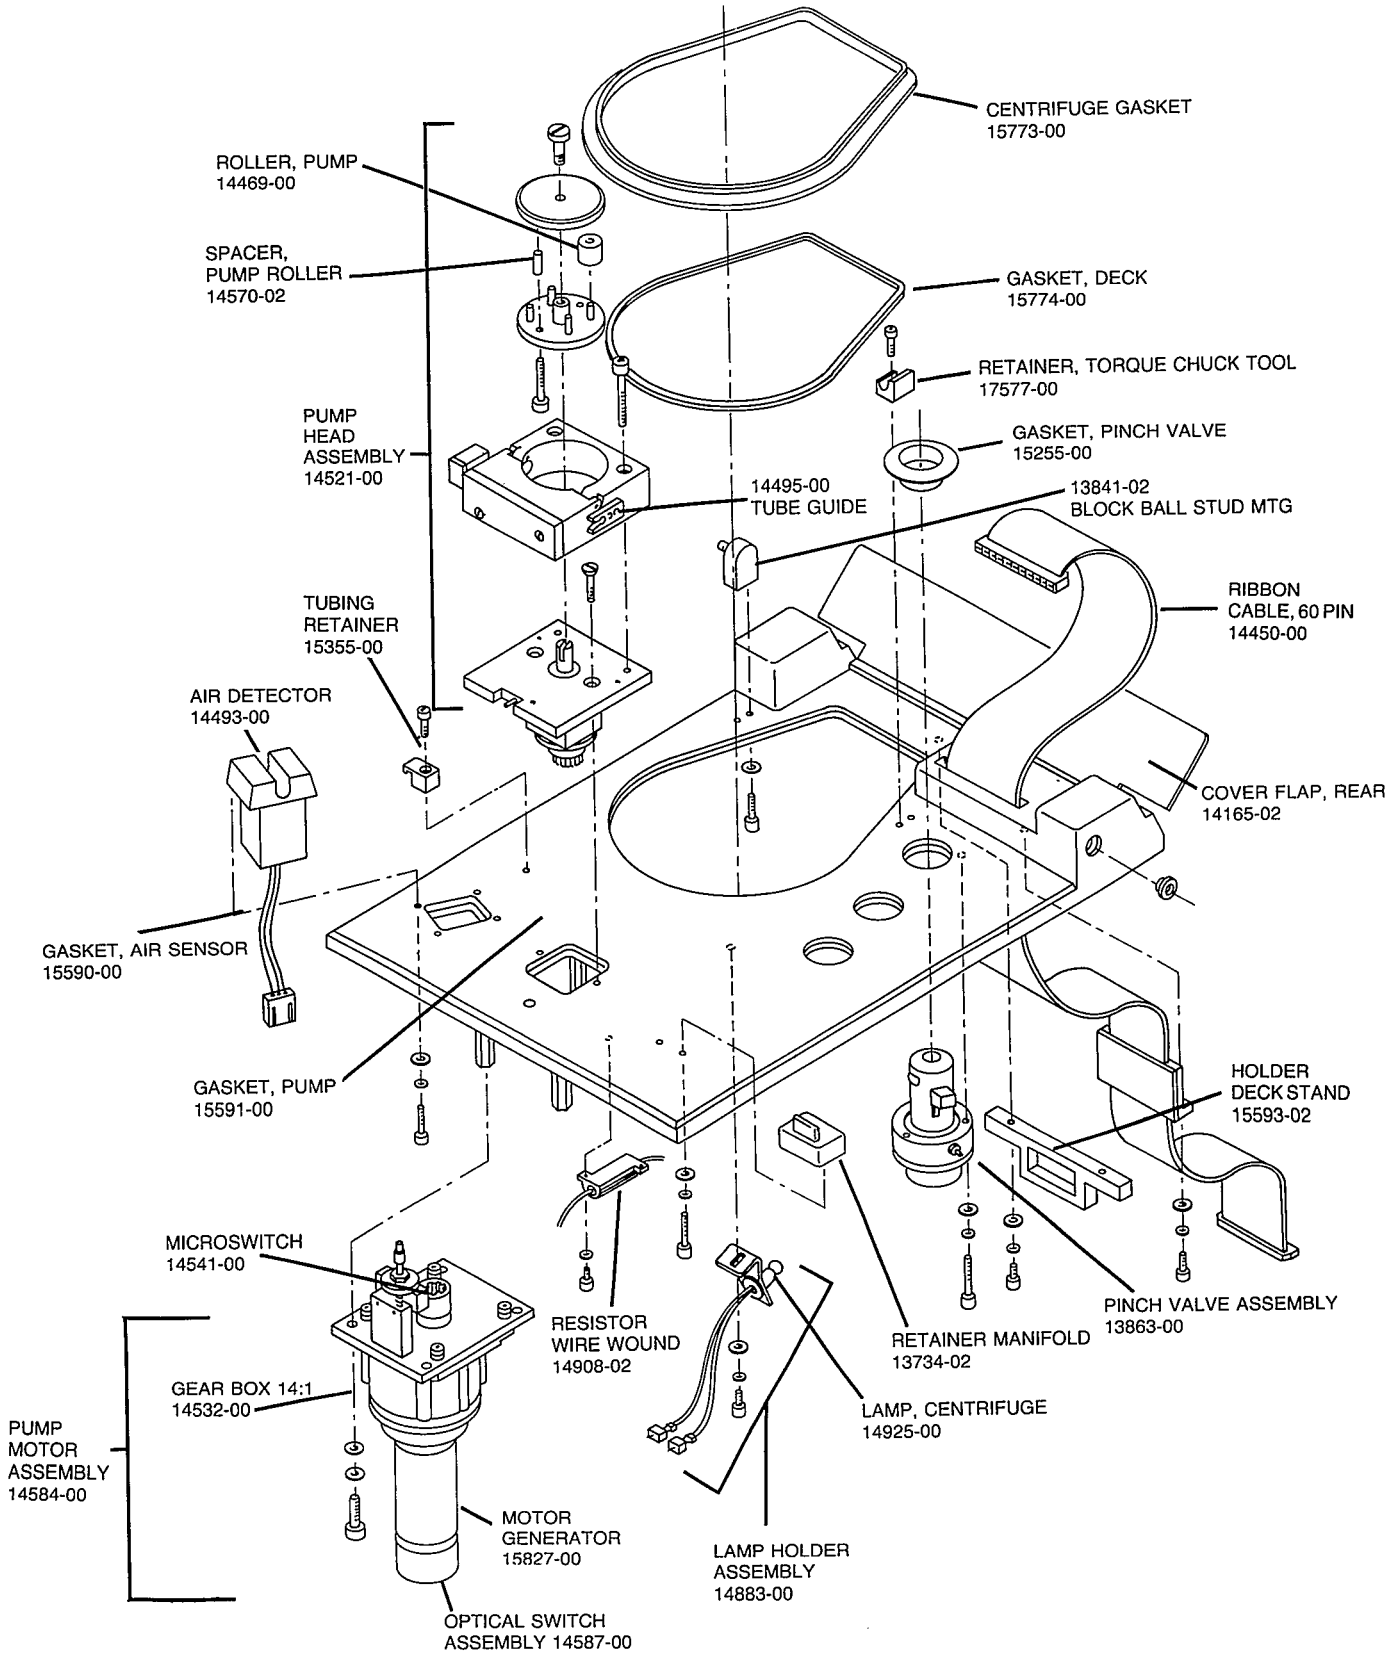
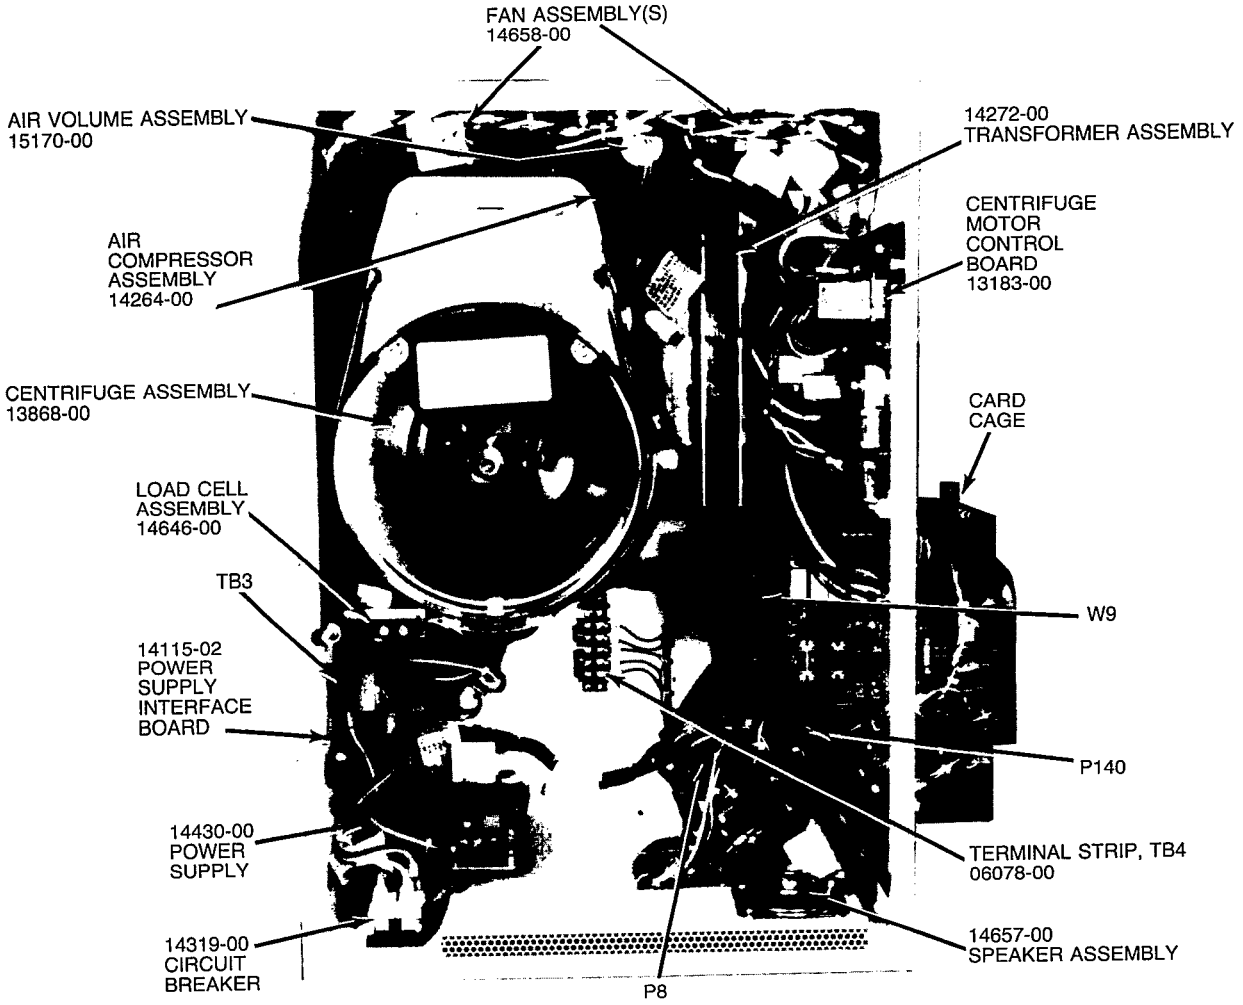

Figure 6-4, Deck components
Figure 6-5, Internal components
Note: Figure 6-4 identifies the components located on the deck and should be referenced when using the sections which follow. Figure 6-5 identifies internal components.
6.1.15 Centrifuge (See Figures 6-5, 6-6, 6-7.)